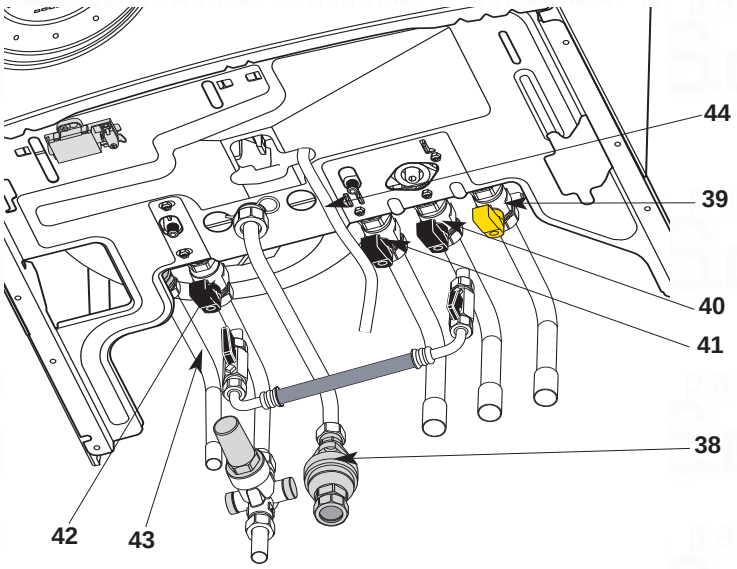

FIG. 10.2
10.6.2. Position the appliance on the hanging bracket and connect the connection kit to the boiler connections. (see also Sections 10.8 Gas Connections, 10.9 Water Connections & FIG.10.2).
The connection the the appliance is a 22mm copper tail located at the rear of the gas service cock (Fig. 10.2).